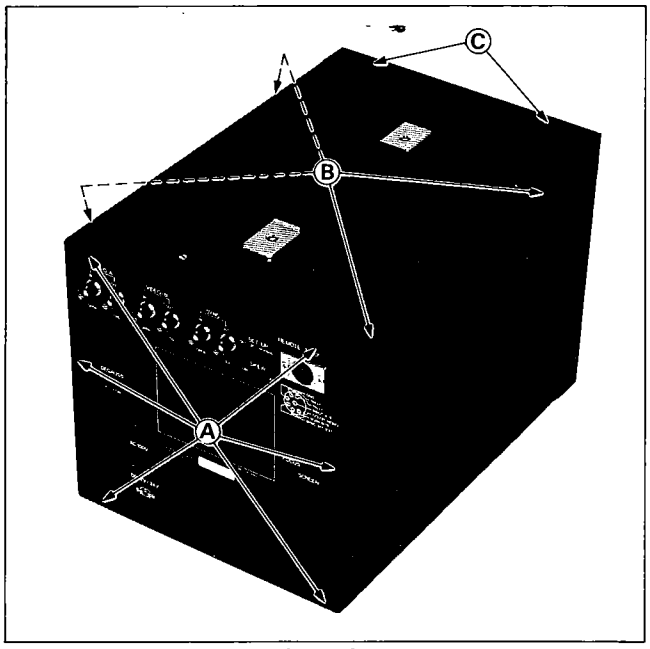

Fig. 5-1
Unscrew the six screws (A) in Fig. 5-1.
Unscrew the four screws (B) in Fig. 5-1 after removing the two screws at top of left and right.
Unscrew the four screws (C) in Figs. 5-1 and 5-2.